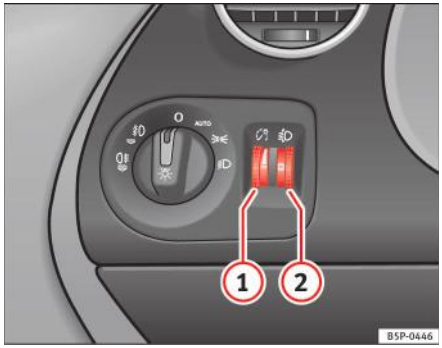

Fig. 73 Planşa de bord: reglarea iluminării instrumentelor şi a comutatoarelor şi butonul pentru reglarea farurilor
La aprinderea farurilor, luminozitatea instrumentelor şi iluminarea comutatoarelor pot fi reglate prin rotirea butonului rotativ în funcție de preferințe ⇒ fig. 73 (1).